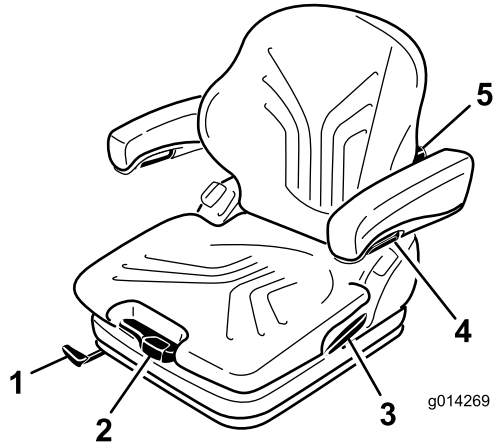

Figur 31
Setet justeres etter førerens vekt ved å dra ut eller trykke inn vektjusteringsspaken (Figur 31).
1. Løft spaken for å låse opp setet for justering (Figur 31).
Ved å vri justeringsknotten oppover, kan krummingen i øvre del av korsryggputen justeres. Ved å vri justeringsknotten nedover, kan krummingen i nedre del av korsryggputen justeres (Figur 31).
For å justere høyden til armlenene, ta den runde hetten (Figur 31) av dekslet, løsne sekskantmutteren (13 mm) bak den, juster armlenene til ønsket posisjon og stram mutteren. Sett hetten på mutteren igjen.
For å justere armlenevinkelen, vri justeringsknotten (Figur 31).
Dra låsespaken oppover for å utløse sperrehaken for ryggstøtten (Figur 31). Når du utløser sperrehaken for ryggstøtten, ikke belast ryggstøtten ved å legge vekten din mot den.